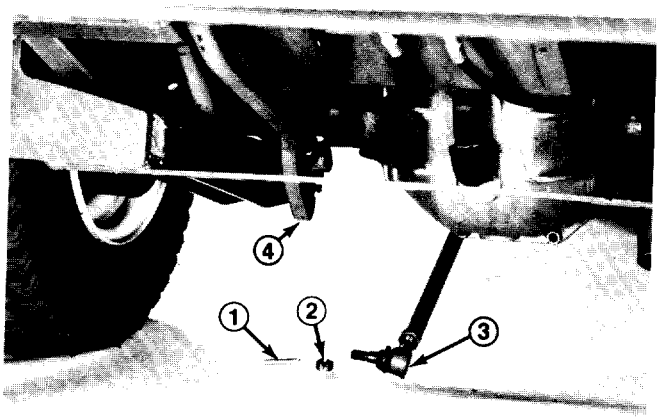

Figure 1
1. Remove cotter pin and nut attaching the steering tube socket assembly to the gear box pivot arm. Separate the pivot arm and steering tube, lowering the steering tube (Fig 1).